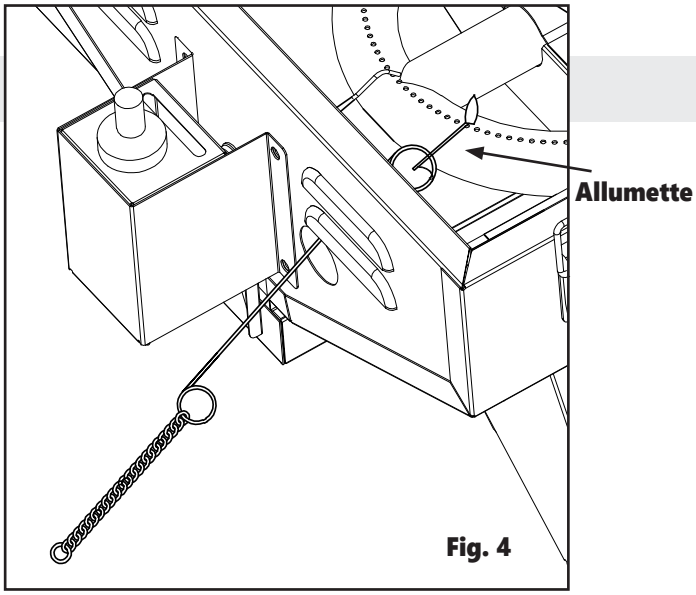

Fig. 4
2. Tout en tenant une allumette allumée près du brûleur (Fig. 4), enfoncez le bouton du régulateur et tournez-le sur 270 degrés (3/4 tour) dans le sens antihoraire jusqu'à la position High.